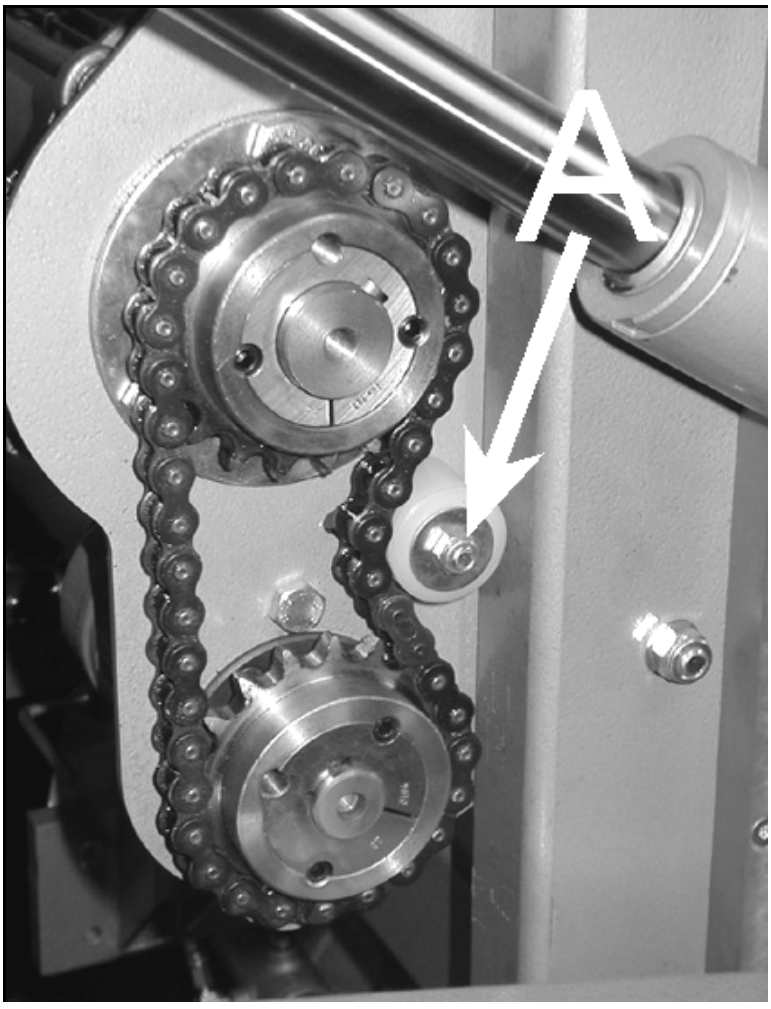

Figure 35
- Graissez la chaîne d'entraînement du tapis de triage (figure 35 page 29).